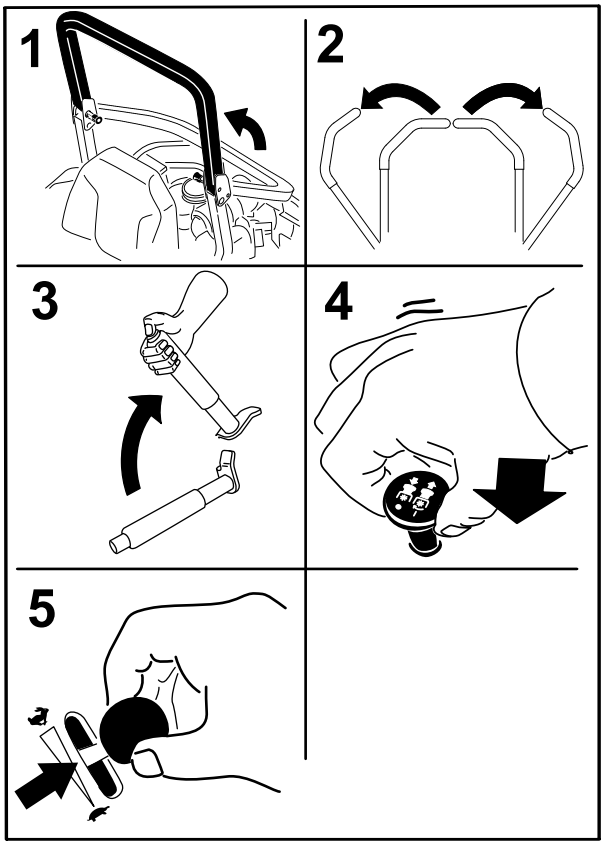

**Figure 19**
4. Placez la commande des lames (PDF) en position désengagée (Figure 19).